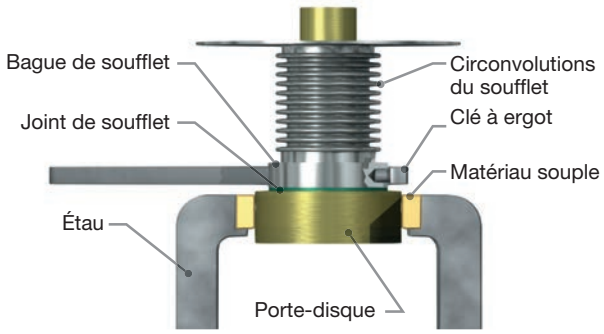

Figure 17 : Retrait de la bague de soufflet
Les convolutions des soufflets (voir Figure 17) sont très minces et fragiles. Prenez soin de les protéger des dommages.
11. Retirer le guide (9) du porte-disque (8). (Pour les soupapes à levée restreinte, voir Vérification de la levée sur les soupapes à levée restreinte.) Pour les orifices V et W, déboulonner les soufflets du guide avant de retirer le guide.
12. Pour les soupapes à orifices D à U (voir la Figure 7), le soufflet est attaché au porte-disque (8) grâce à un filetage à droite. Utiliser une clé de serrage spéciale sur la bague du soufflet pour le retirer en tournant dans le sens inverse des aiguilles d'une montre (voir la Figure 17).